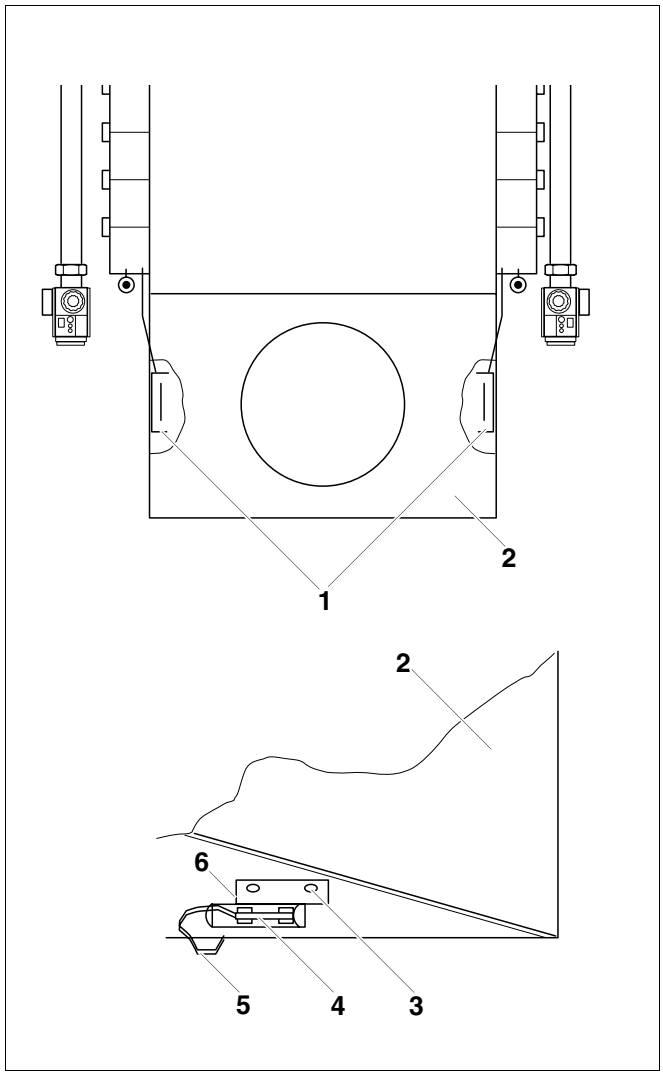

Afb. 70 Rookgasbeveiliging monteren
- Bevestig de twee houders van de rookgasvoeler (afb. 70, **pos. 1**) links en rechts aan de binnenzijde van de trekonderbreker (afb. 70, **pos. 2**) aan de voorziene boringen met de bijgevoegde schroeven (afb. 70, **pos. 3**) langs buiten.
- Voer de leiding van de rookgasvoeler (afb. 70, **pos. 5**) via de kabelgoot naar de houder.